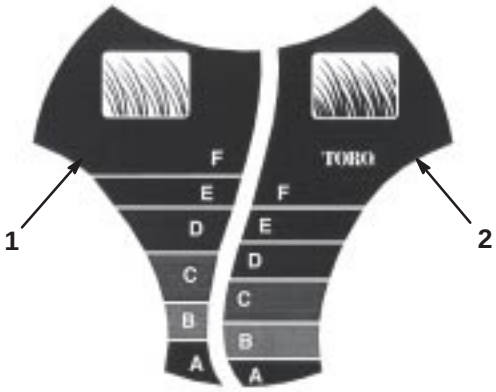

Bild 12
Das *SmartWheel*™ weist zwei Schnitthöhenskalen auf: Dünn/Normal und Satt—damit Sie bei jedem Rasenzustand immer das beste Ergebnis erzielen (Bild 12). Benutzen Sie die Dünn/Normal-Skala während der warmen Sommersaison für den Großteil Ihres Mähbedarfs. Die Satt-Skala dient ausschließlich starkem, nassem und sattem Graswuchs, den Sie am häufigsten im Frühjahr antreffen.
2. Bewegen Sie den Rasenmäher aufs Gras; Schieben Sie den Rasenmäher nicht mehr weiter, wenn das *SmartWheel*-Motiv an einem der Hinterräder aufrecht steht (Bild 12).